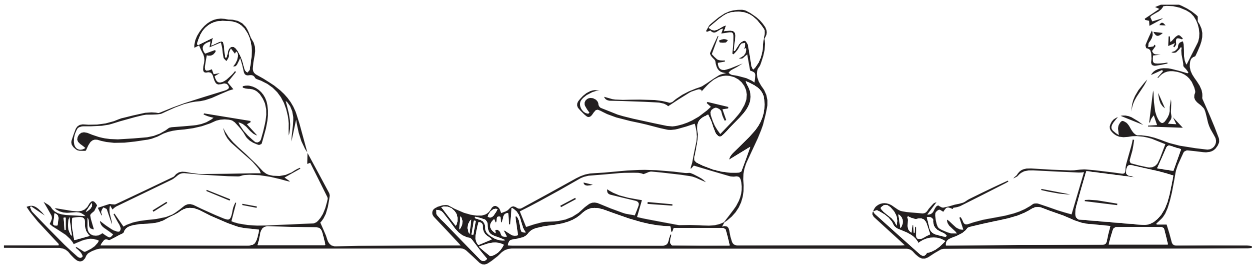

Fig. 4 Fig. 5 Fig. 6
- Asseyez-vous comme illustré dans la figure 4, jambes tendues, penchez-vous vers l'avant et saisissez la barre de traction.